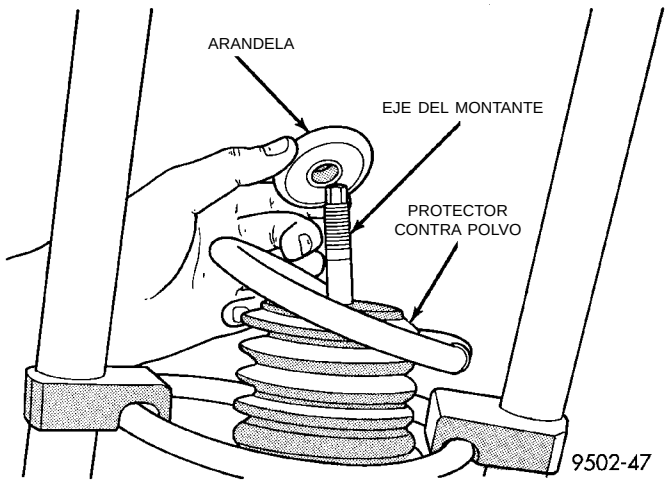

Fig. 30 Arandela
(7) Retire la arandela del eje del soporte, que se encuentra entre el conjunto del soporte de montante superior y el protector contra polvo (Fig. 30).
(5) Instale la arandela en el eje del montante con el borde elevado de la primera orientado hacia arriba (Fig. 30).